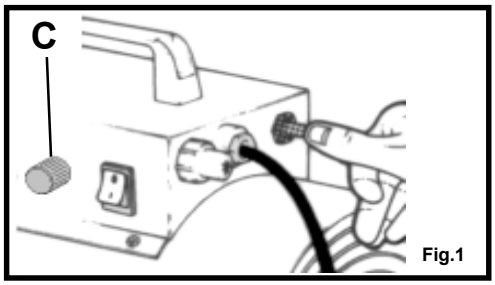

Fig.1
1. Åbn propangasflasken (se fig. 1).